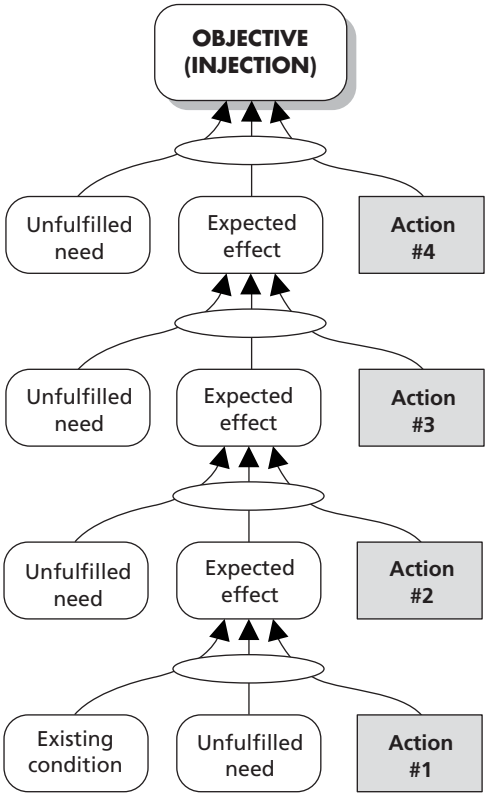

Figure 1.17 The Transition Tree.
The last of the six logical tools is the Transition Tree (TT) (see Figure 1.17). The TT was designed to provide detailed step-by-step instructions for implementing a course of action. It provides both the steps to take (in sequence) and the rationale for each step. The TT could be considered a detailed road map to our objective. It answers the second part of the question, how to change. Chapter 7 also describes the Transition Tree.